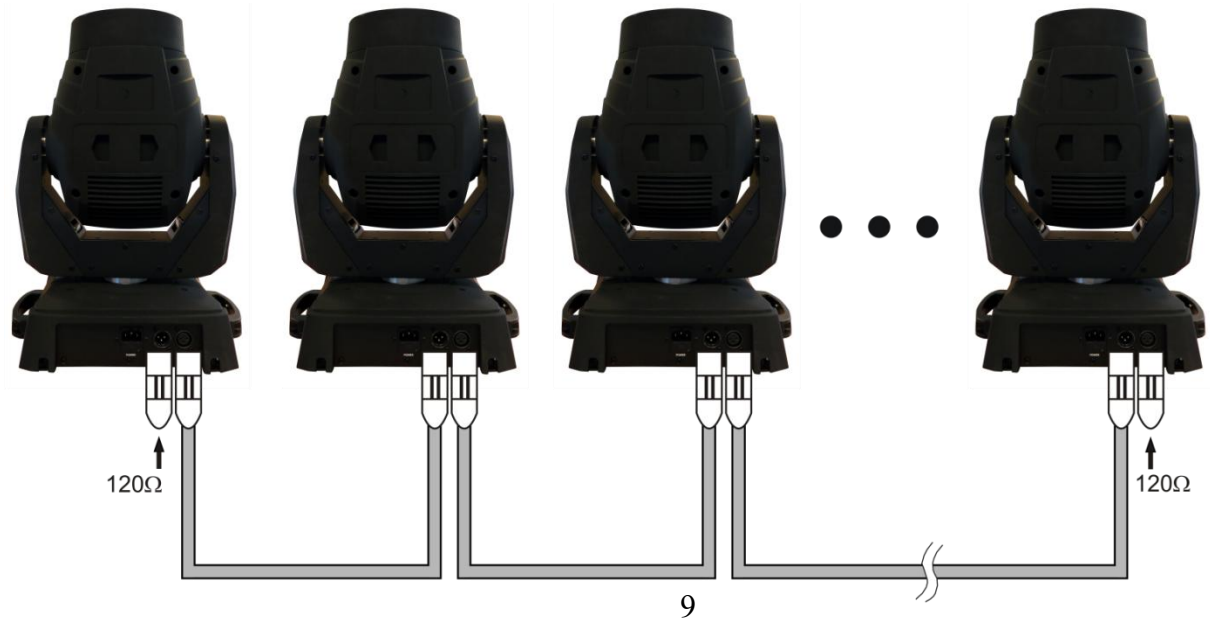

Fig. 3
4. Raccordez les unités entre elles (Fig. 3), puis connectez un câble DMX entre la prise DMX « out » de la première unité. Répétez cette opération pour raccorder la seconde, la troisième et la quatrième unité. Vous pouvez utiliser les mêmes fonctions sur l'appareil maître, comme cela est décrit à la page 17 (programmes intégrés ou contrôle sonore). Cela signifie que vous pouvez définir le mode d'opération que vous voulez sur l'appareil maître et faire en sorte que tous les appareils esclaves réagissent de la même manière.